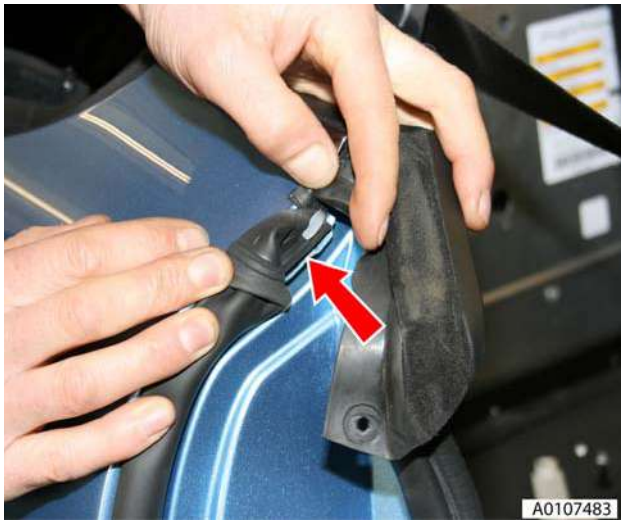

Figure 2
5. Remove retaining clip from B-post (both sides) (see Figure 2).